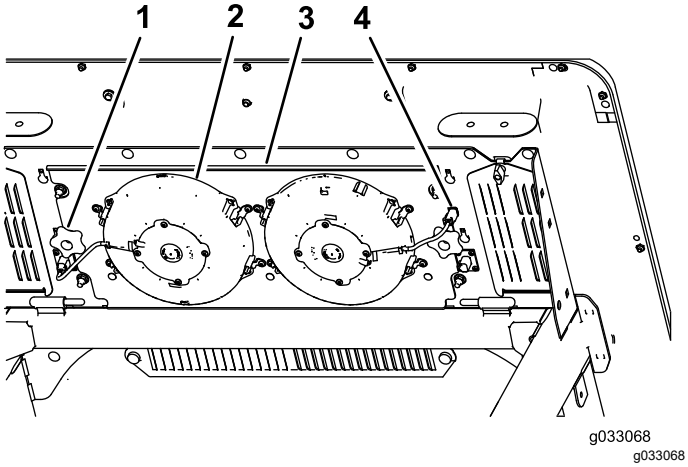

Figur 57
2. Tapp (4)
3. Koppla bort kontakten och sladden för fläktarna från uttaget (Figur 57).
4. Ta bort de två rattarna som fäster fläktpanelsenheten och fläktarna mot undersidan av hyttens överdel (Figur 57) och ta bort enheten.